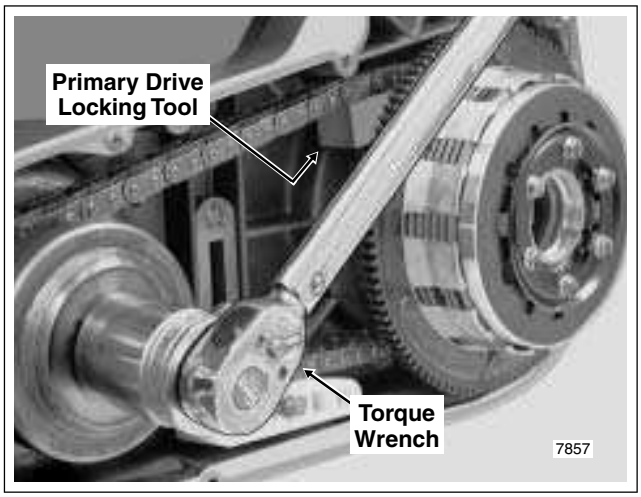

Figure 6-30. Place Primary Drive Locking Tool and Torque Engine Compensating Sprocket Nut
a. With the flat side against the upper strand of the primary chain, insert stepped side of tool into teeth of clutch sprocket. Verify that adjuster shoe of chain tensioner assembly rests flat on casting of primary chaincase, and then using torque wrench and 1-1/2 inch socket, tighten engine compensating sprocket nut to 75 ft-lbs (101.7 Nm). See Figure 6-30.